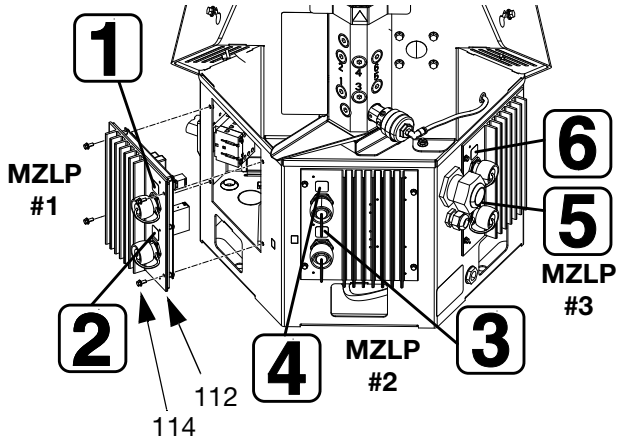
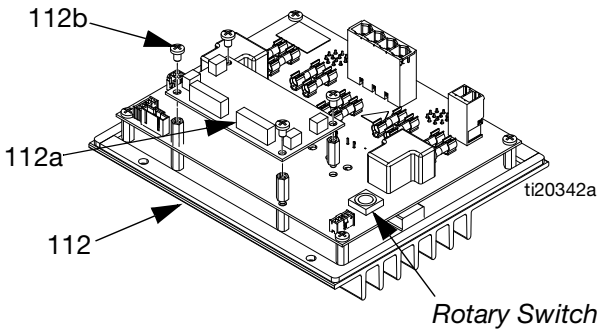

**FIG. 45**
**FIG. 46**
2. Remove electrical enclosure front access door (10).
3. Disconnect heated hose electrical connectors from outside of MZLP (112).
4. Note location of each cable, then unplug all cables from the MZLP (112) that will be replaced. See FIG. 45.
5. Remove four screws (114) securing MZLP (112) to electrical enclosure (1) then carefully remove MZLP from electrical enclosure. See FIG. 45.
6. Replace MZLP. See FIG. 45 for MZLP #1, MZLP #2, and MZLP #3 identification.
b. To replace MZLP #3, remove the jumper (135) from MZLP #3 J5 connector and reinstall it on the new MZLP #3 J5 connector.
1. Set MZLP rotary switch to “1” on MZLP with daughter card. Set MZLP rotary switch to “2” or “3” on MZLP without daughter card, based on location. See FIG. 46 for rotary switch location.
2. Apply channel label stickers to new MZLP. See FIG. 45.
3. Use four screws (114) to install MZLP (112) to electrical enclosure (1).
4. Reconnect cables to MZLP (112).